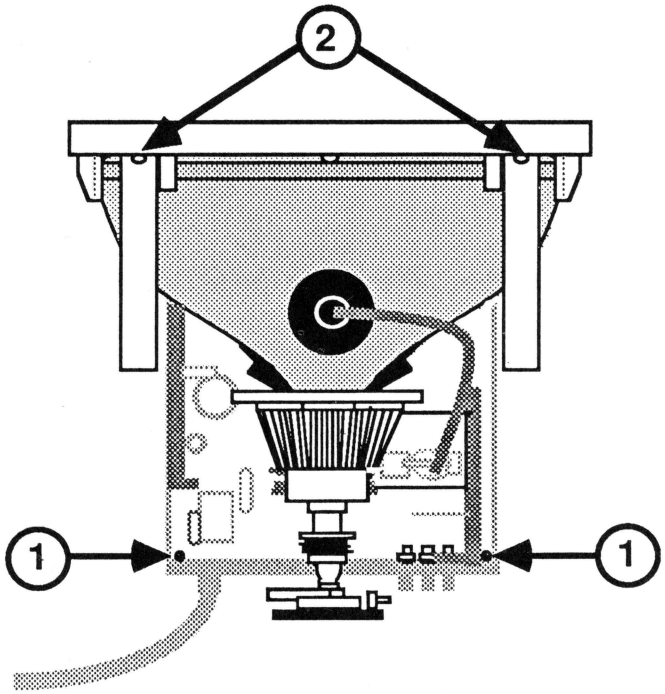

FIGURE 17
a. Remove the two screws* (Figure 17, #1) that secure the back panel to the main logic PCB.
16. For Rev. A only, remove the two screws* holding the two upper case support brackets* to the bezel (Figure 17, #2).